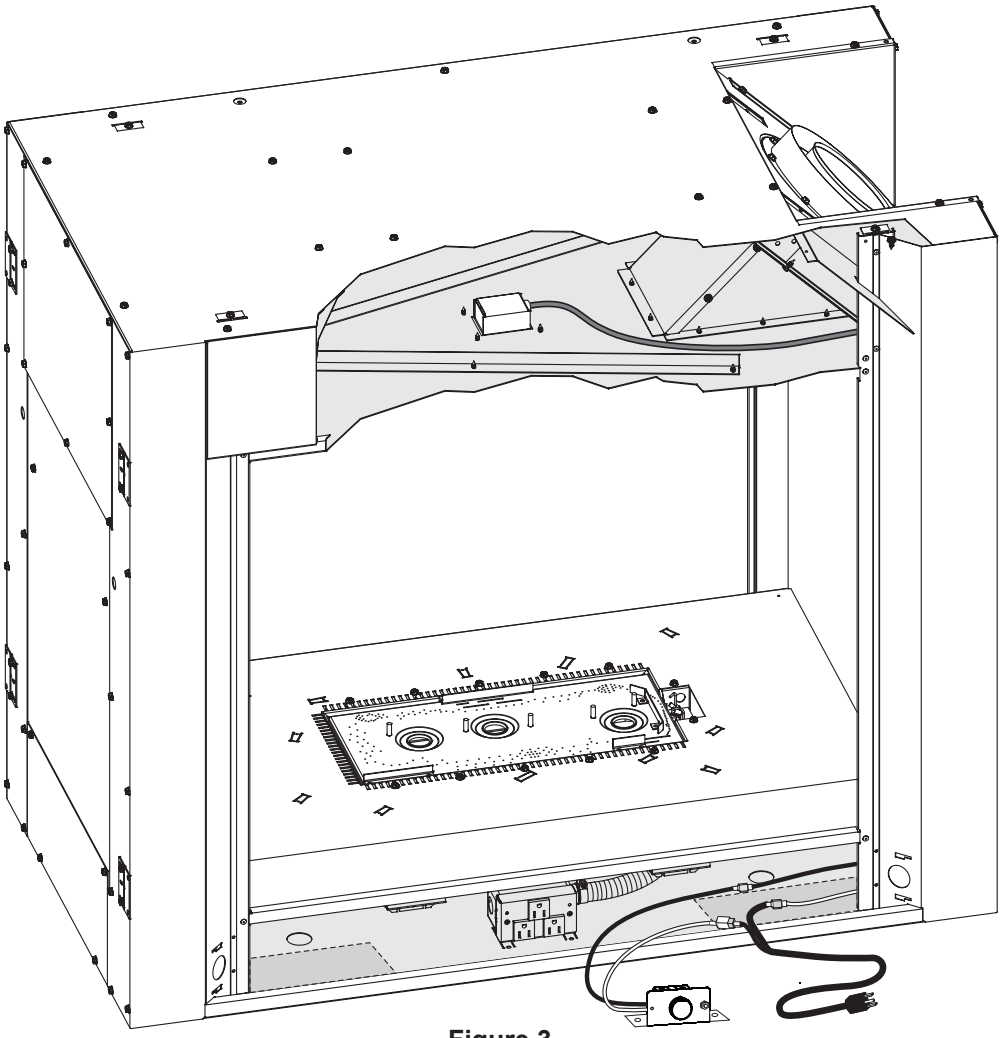

Figure 3
4. Insert the light socket wires through the rectangular hole in the firebox roof which was uncovered in step 2. Hold the light housing so that the socket is on the right and feed the light socket wires to your right and down the side of the firebox as shown in **Figure 3 on Page 2.**
8. Set the magnetic rheostat base on the fireplace floor, inside of either of the shaded areas shown in **Figure 3 on page 2.** If a FBB14 blower accessory is being fitted, the light rheostat will have to sit on the left.